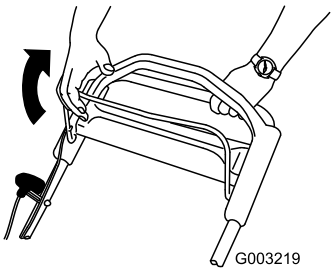

**Figuur 13**
1. Trek de bedieningsstang van het maaimes naar de handgreep toe (Figuur 13).